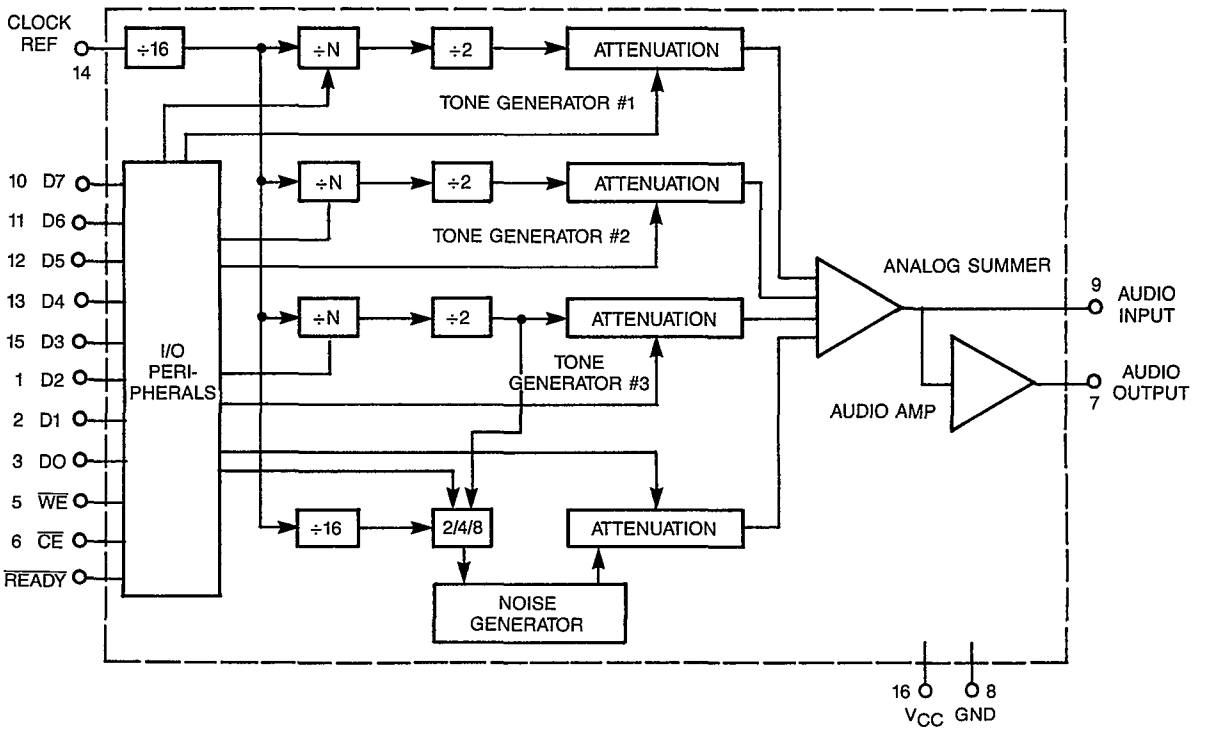

Figure 2-25, 76489 (Z11) programmable sound generator block diagram
by use of the 76489 (Z11) programmable sound generator. (See Figure 2-25.) Three separate frequencies can be simultaneously generated and mixed with varying attenuation levels. All this is done by transmission of digital codes from the main CPU. The transmission "gate" is Port B of the 8255 (Z9). Synchronization and control of this data transfer is provided by the ready, write (WR), and clock (CLK) lines.